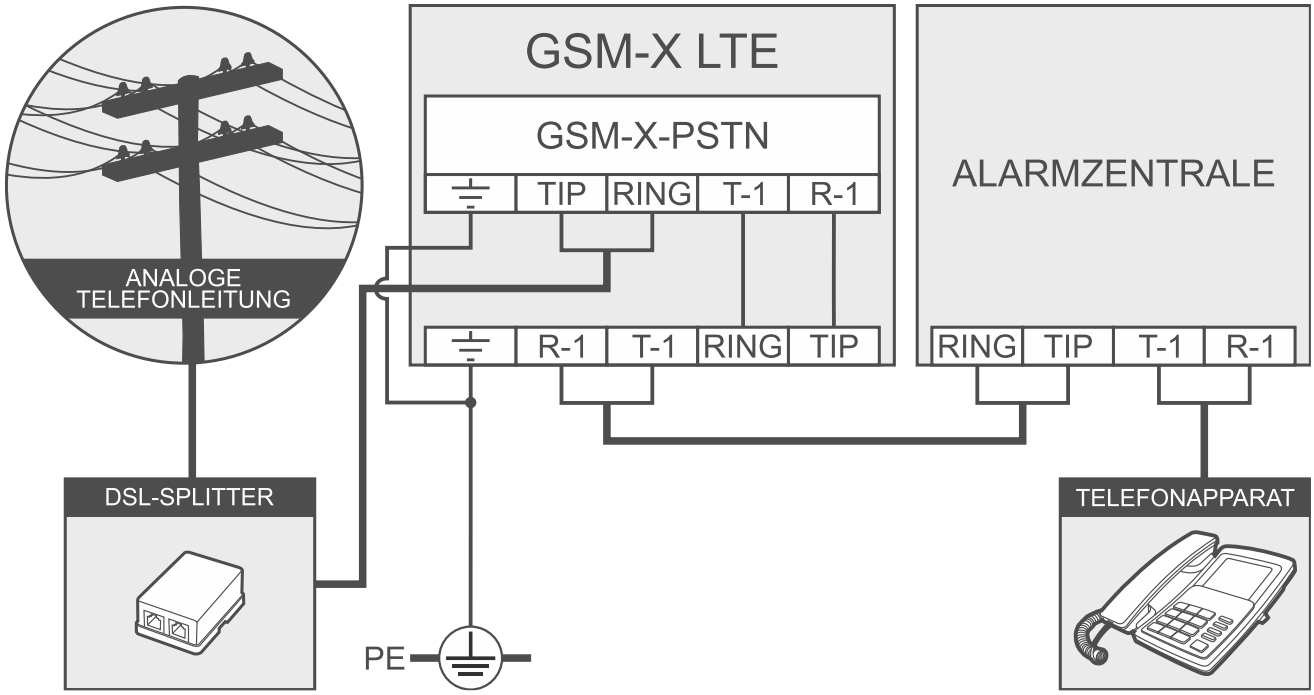

Abb. 22. Anschluss des Moduls GSM-X-PSTN an das Modul GSM-X LTE.
4. Verbinden Sie die Klemmen T-1 und R-1 des Moduls mit den Klemmen TIP und RING des Moduls GSM-X LTE (Abb. 22).
5. An die Klemmen TIP und RING des Moduls schließen Sie die ankommende Telefonleitung an. Wird im Objekt der ADSL Service verwendet, ist das Modul nach dem ADSL Splitter anzuschließen (Abb. 22).
6. Verbinden Sie die Klemmen T-1 und R-1 des Moduls GSM-X LTE mit den Klemmen TIP und RING der Alarmzentrale (Abb. 22). An die Klemmen T-1 und R-1 der Alarmzentrale können Sie die sich im Objekt befindenden Telefone anschließen.
7. An die Klemmen ⏚ der Module GSM-X LTE und GSM-X-PSTN schließen Sie die Schutzleitung PE des 230 V AC Netzes an (Abb. 22). Zur Ausführung der Verbindung benutzen Sie den Leiter mit dem Querschnitt ≥0,75 mm^2. Die Klemmen ⏚ dürfen nicht an den Neutralleiter N angeschlossen werden.